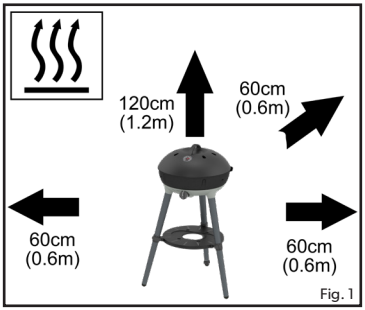

Fig. 1
- Sørg for at enheden ikke anvendes i nærheden af antændelige materialer. Minimum sikkerhedsafstande: over enheden - 1,2m, bagtil og til siderne - 0.6m. (fig.1)